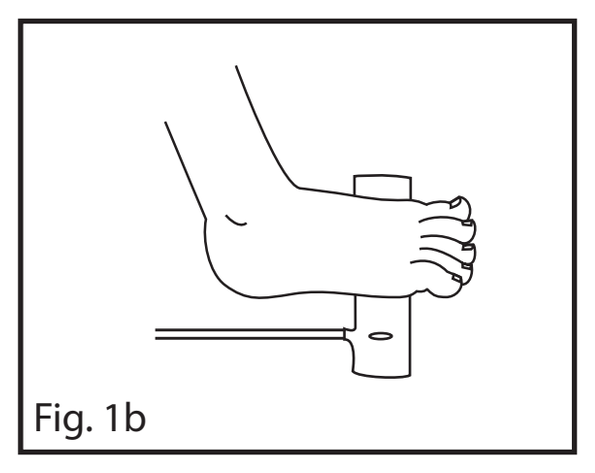

Fig. 1b
3. Coloque el cable del sensor de modo que apunte lejos del paciente o pase por debajo del pie. Aplique el detector contra la parte blanda del área lateral de la planta del pie alineado con el cuarto dedo (fig. 1b). Otra opción es utilizar el detector en el empeine (no se muestra). Es necesario que el visor del detector quede completamente cubierto para que los datos sean precisos.